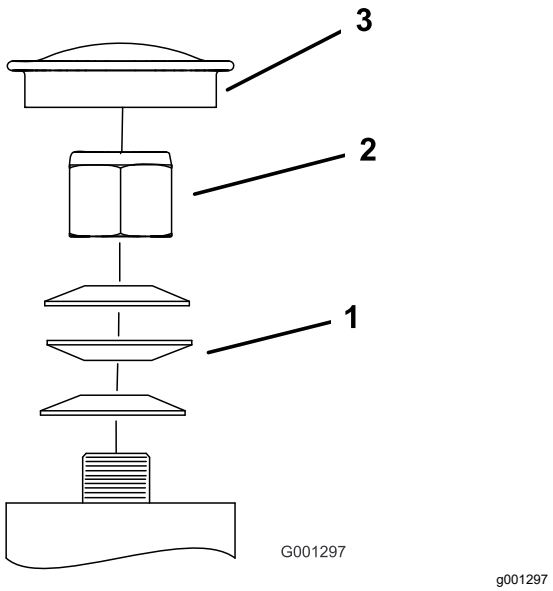

Figur 74
3. Ta av dammkåpan från hjulet och dra åt låsmuttern (Figur 74).
4. Dra åt låsmuttern tills fjäderbrickorna är plana och släpp sedan efter ¼ varv för att få rätt förbelastning på lagren (Figur 74).
Viktigt: **Kontrollera att fjäderbrickorna har monterats korrekt enligt Figur 74.**
5. Montera dammkåpan (Figur 74).